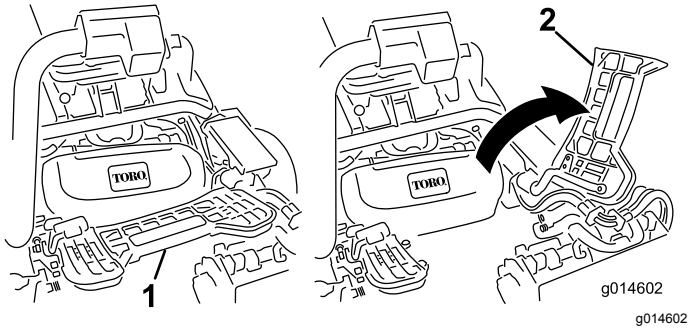

**Figuur 30**
2. Klap de voetsteun omhoog zodat u bij het middelste maaidek kunt (Figuur 30).